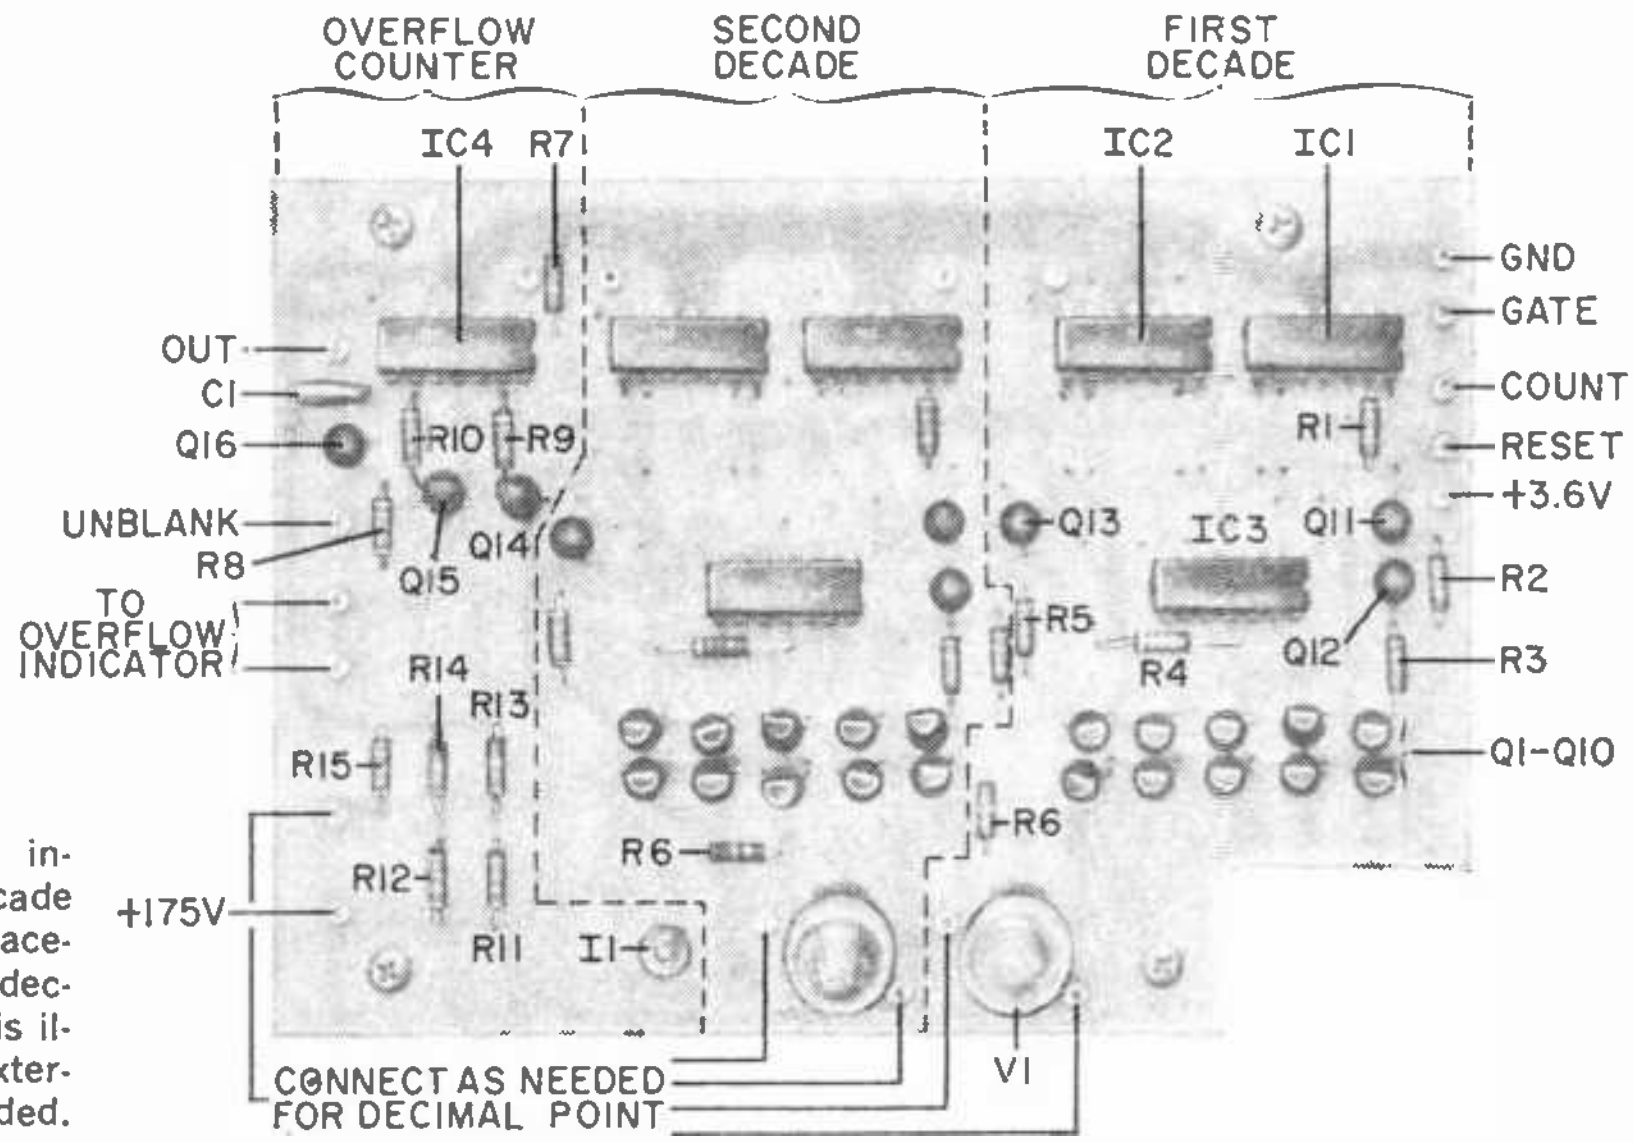
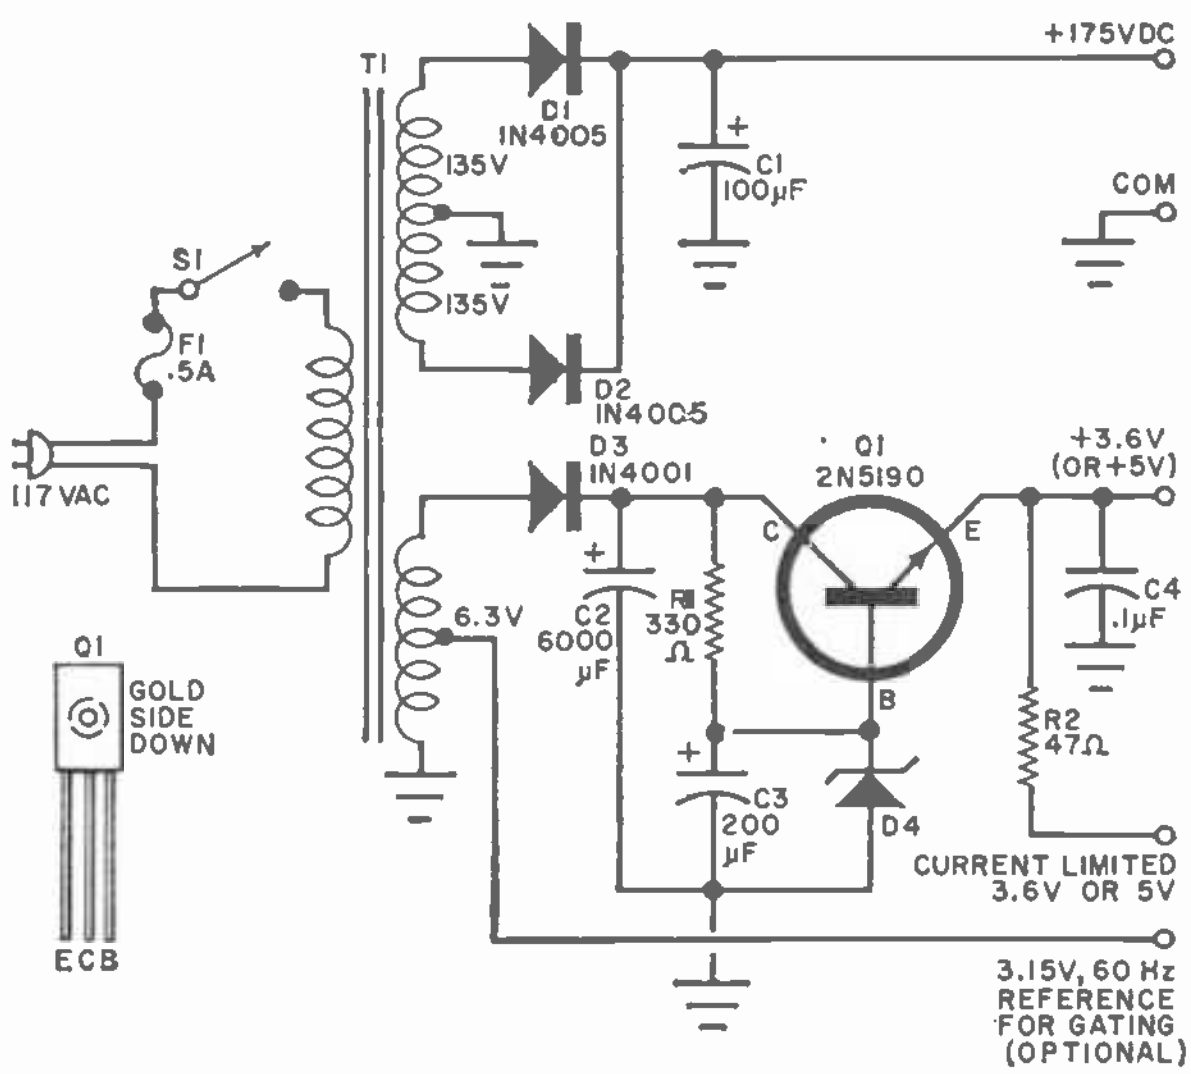

Fig. 6. Component installation of 2½-decade board. Other than placement of R6, both decades are similar. This illustration shows external connections needed.
Fig. 7. Low-ripple power supply for the 2½-decade board. By changing D4, the supply can be used for either RTL or Utilogic circuits.
Once the various jumpers have been installed, the components are inserted in accordance with the layout shown in Fig. 6. Use a low-power (40-watt) soldering iron and thin solder to make all connections. The IC's are identified by a notch and dot code for positioning. To insert the 20 driver transistors, hold them with the flat facing away from the readout tubes. Then bend the center lead back toward the tubes and insert as shown.
External connections to the module are shown in Fig. 6. The 2½-digit module requires +175 volts at 5 mA for the readouts, and +3.6 volts at 340 mA for the remainder of the circuit. A power supply (such as the one shown in Fig. 7) is required. It has low ripple with high-frequency bypassing—an essential.
Any of the circuits used in previous POPULAR ELECTRONICS DCU projects have the proper conditioning circuits built in. Thus, if you have built or are considering building the Digital Volt-ohmmeter (December 1968), besides making the mechanical modifications that are necessary to use this new counter module, connect the "Unblank" input to the existing "Gate" terminal on the V/F module in the Voltmeter. Should the brightness of the display be inadequate, the original DVM transformer should be replaced with the one called for in Fig. 7.
**Power Supply.** A recommended power supply with sufficient regulation is shown in Fig. 7. This supply is wired point-to-point after all parts have been mounted in a suitable chassis. -30-